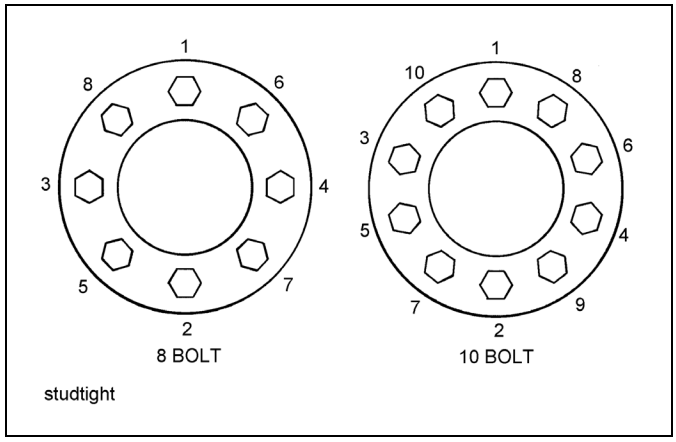

Figure 4-20: Stud Tightening Sequence
4. Install the flange nut and tighten to 50 foot-pounds using the sequence in **Figure 4-20.** Then tighten to full torque of 450 to 500 foot-pounds.